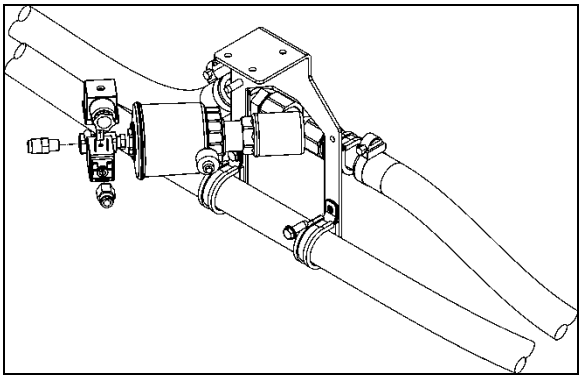

**FIGURE 66: DRIVER'S UNIT HOT WATER PNEUMATIC VALVE ASSEMBLY**
The flow of hot water to the driver's unit heater core is controlled by a normally-open (NO) pneumatic valve like. The valve, located at the ceiling of the spare wheel compartment (Figure 66), is designed so that the pilot solenoid valve, which is part of the assembly, opens and closes a port which directs air pressure to the actuator casing, thereby opening or closing the valve.
2. Locate the normally open hot water pneumatic valve on the ceiling of the spare wheel compartment (Figure 66), disconnect its wiring connector, and then connect a 24-volt external power source, using jumper cables, to close valve.